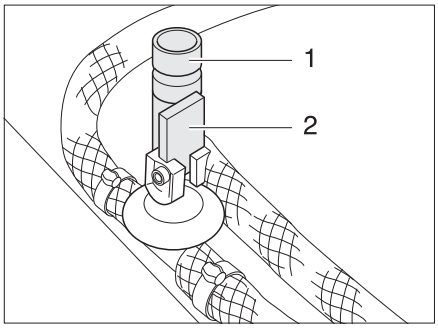

Fig. 120 Drain cocks for Truma boiler
- Close all boiler drain cocks. To do this, position the rocking lever (Fig. 120,2) horizontally or turn the cap (Fig. 120,1) in a clockwise direction.
- Open all boiler drain cocks. To do so, position the rocking lever (Fig. 120,2) vertically or turn the cap (Fig. 120,1) anticlockwise.